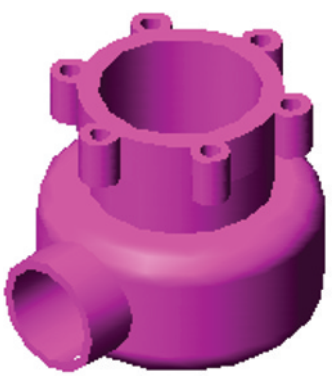

Fig. 15.9 Example of constructing a 3D model
Constructing a 3D model (Fig. 15.9)
12. *Click* **Visual Styles/Conceptual** (Fig. 15.9).